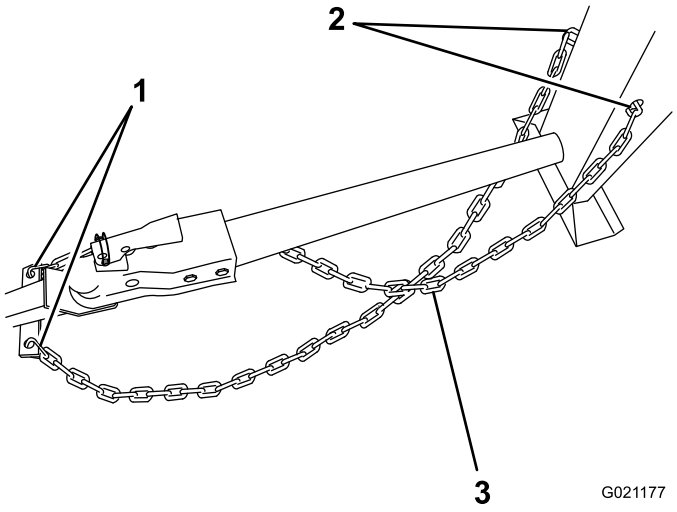

Figure 25
1. Tirez la chaîne de sécurité à travers les trous allongés situés dans le montant avant de la machine, en laissant la même longueur de chaîne de chaque côté (Figure 25).